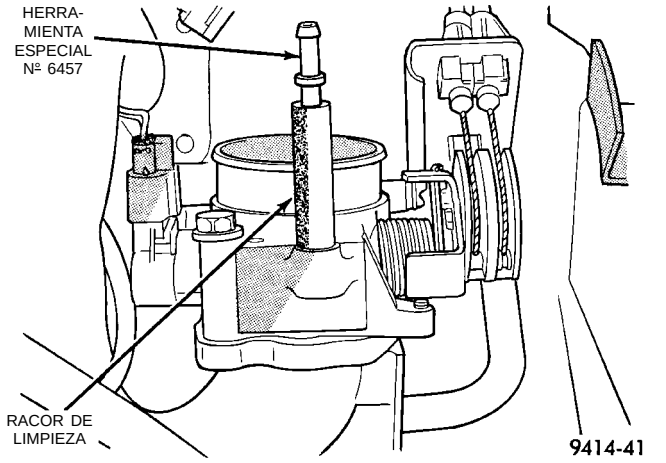

Fig. 84 Orificio 6457 conectado al racor de limpieza
(4) Utilice un trozo de manguera para conectar el orificio de medición de aire 6457 (orificio de 3,17 mm o 0,125 pulgadas) al racor de limpieza del cuerpo de mariposa (Fig. 84).
(5) Asegúrese de que todos los accesorios estén desactivados.
(6) Conecte la herramienta de exploración DRB al conector de enlace de datos del interior del habitáculo.
(7) Haga funcionar el motor en estacionamiento o punto muerto hasta que el ventilador de enfriamiento haya realizado por lo menos un ciclo de activación y desactivación (82°C o 180°F).